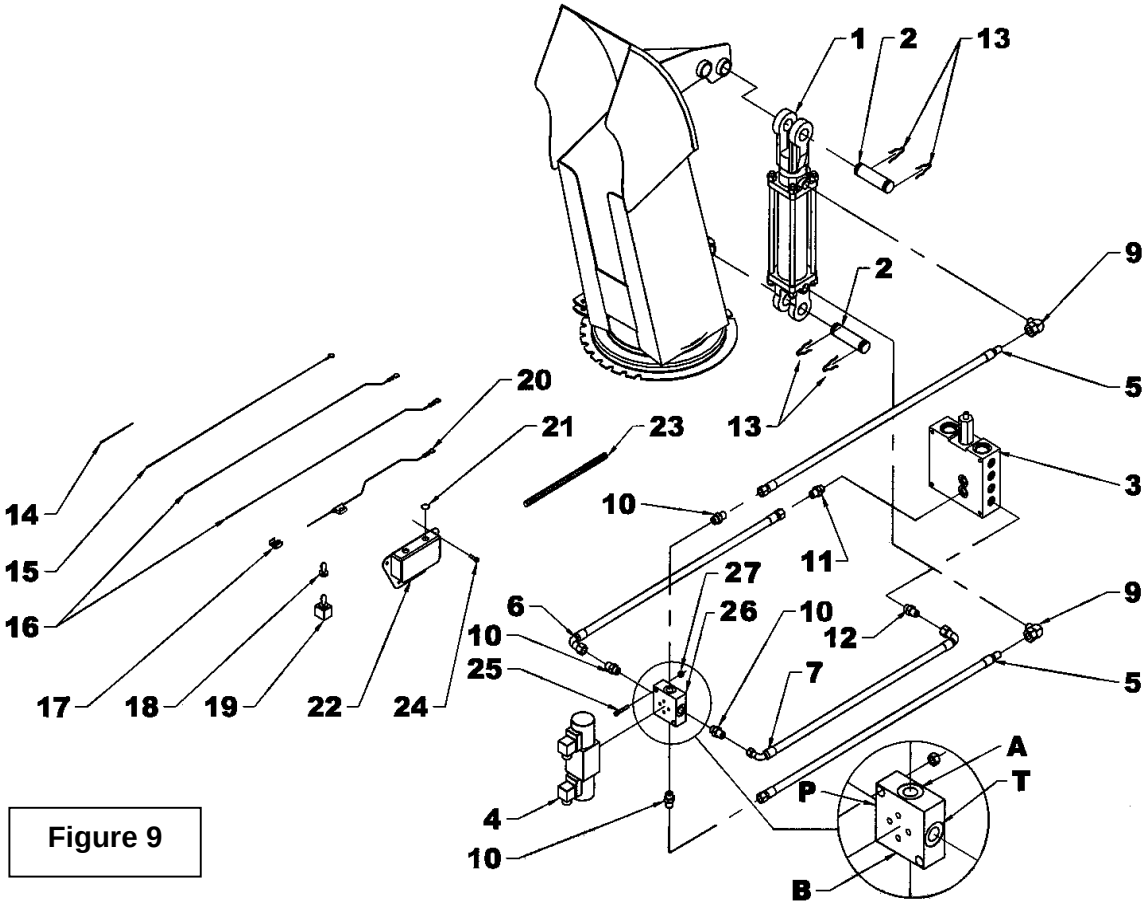
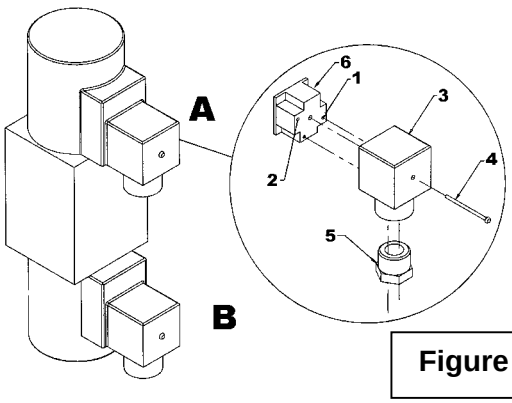
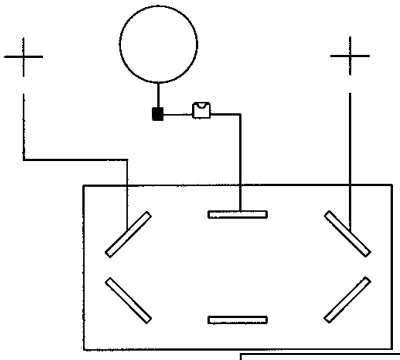

Figure 9
Figure 11
Figure 11a
***(Se référer aux Figures 9 et 10, sauf si indication contraire)***
2. **(FIGURE 9) Pour une souffleuse 64":** Installer le cylindre 2'' x 6'' (item 1) dans le trou le plus éloigné de la chute en orientant la tige du cylindre vers le haut et le boulon de la manille vers l'extérieur. Bloquer les manilles du cylindre avec deux goupilles 1" (item 2) et quatre goupilles en épingles (item 13).
5. **(FIGURE 9 ou 10 selon le modèle de souffleuse, H64 ou H76)** Installer les adaptateurs 9/16" ORB mâle x 9/16" JIC mâle (item 10) sur chacun des ports du bloc hydraulique (item 26). ATTENTION: Pour ne pas confondre les adaptateurs avec les limiteurs de débit voir figure ci-dessous.
**10. (FIGURE 9)** Brancher le boyau 1/4" x 83" le bout 3/8 NPT enduit de téflon (item 5) qui est sur le dessus de la valve (item 4) au port du haut du cylindre (item 1) en le glissant dans le support de boyaux (fig, 9A, item 4). Brancher l'autre boyau 1/4" x 83" (item 5) dans l'autre port du cylindre en le glissant aussi dans le support de boyaux (fig, 9A, item 4). Ne pas serrer immédiatement.
**(Figure 9 ou 10) H64 et H76:**
**13.** Insérer un limiteur de débit (item 11) sur le devant du bloc hydraulique de la souffleuse (item 3). Brancher le boyau 1/4" x 37" (item 6). Ne pas serrer immédiatement.
**14.** Insérer un adaptateur 7/16" ORB mâle x 7/16" JIC mâle (item 12) sur le côté du bloc hydraulique de la souffleuse (item 3). Brancher le boyau 1/4" x 45" (item 7). Serrer tous les boyaux en prenant soin de bien les positionner.
**15.** Assembler la valve électro-hydraulique (item 4) avec le bloc hydraulique (item 26), à l'aide des boulons à tête cylindrique fournis avec la valve électro-hydraulique.
**16.** Brancher les deux fils blancs 360" (item 16) sur les terminaux à chaque bout sur l'interrupteur (item 19) et le fil d'alimentation (item 20, blanc 72") au centre de l'interrupteur tel qu'illustré à la figure 11A.
**18.** Retirer la rondelle de blocage de l'interrupteur. Insérer l'interrupteur (item 19) dans le boîtier. Serrer l'interrupteur avec son écrou. Mettre le capuchon de plastique (item 21) sur l'autre trou du boîtier, si nécessaire. Mettre le capuchon de caoutchouc (item 18) sur l'interrupteur. Emmener les fils vers la souffleuse
**19.** Enlever le boîtier de connexion "A" (Fig. 11, item 3) de la valve électro-hydraulique (Fig. 9 ou 10, item 4) en enlevant complètement la vis (Fig. 11, item 4) sur le devant du boîtier et enlever le bouchon (Fig. 11, item 5) du dessous. Avec un petit tournevis, pousser délicatement sur le bloc de connexion (Fig. 11, item 6) en insérant le tournevis par le trou du bouchon (Fig. 11, item 5) pour le faire sortir du boîtier (Fig. 11, item 3). Insérer un fil blanc 360" (Fig. 9 ou 10, item 16) dans le trou identifié #1 (Fig. 11, item 1) du bloc de connexion (détail, item 6) et un fil noir 9" (Fig. 9 ou 10, item 14) dans le trou identifié #2 (Fig. 11, item 2) et passer les fils par le trou du bouchon du boîtier (Fig.11, suivre les lignes fantômes).
**20.** Remettre le bloc (Fig.11, item 6) dans le boîtier (Fig.11, item 3) de manière à ce que les fils soient vers le bas afin d'éviter des infiltrations d'eau (voir Figure 11). Replacer le boîtier sur la valve (Fig. 9 ou 10, item 4) et remettre la vis (Fig.11, item 4) en place ainsi que le bouchon (détail, item 5).
**21.** Enlever le boîtier de connexion "B" et insérer un fil blanc 360" (Fig.9 ou 10, item 16) dans le trou identifié #1 (Fig.11, item 1) du bloc de connexion (Fig.11, item 6). Mettre le bout du fil noir 9" (Fig.9 ou 10, item 14) du boîtier "A" ainsi que le fil noir 360" (Fig. 9 ou 10, item 15) dans le trou identifié #2 (voir Fig. 11, item 2). Passer les fils par le trou du boîtier (Fig.11, suivre les lignes fantômes). Remettre le bloc dans le boîtier de manière à ce que les fils soient vers le bas afin d'éviter des infiltrations d'eau,
**23.** Amener le fil noir 360" (Fig. 9 ou 10, item 15) jusqu'au boîtier d'interrupteur (item 19) par le même endroit où les fils blancs (item 16) ont été emmenés du tracteur à la souffleuse et fixer le terminal à anneau en vissant la quatrième vis auto-perçante #10 x 1/2" (Fig. 9 ou 10, item 24) au boîtier d'interrupteur.
**24.** Brancher le fil avec fusible (Fig. 9 ou 10, item 20) au fil d'interrupteur de contact du tracteur à l'aide du connecteur de dérivation (Fig. 9 ou 10, item 17).
**25.** Recouvrir tous les fils avec une enveloppe protectrice (item 23) afin qu'ils soient bien protégés.